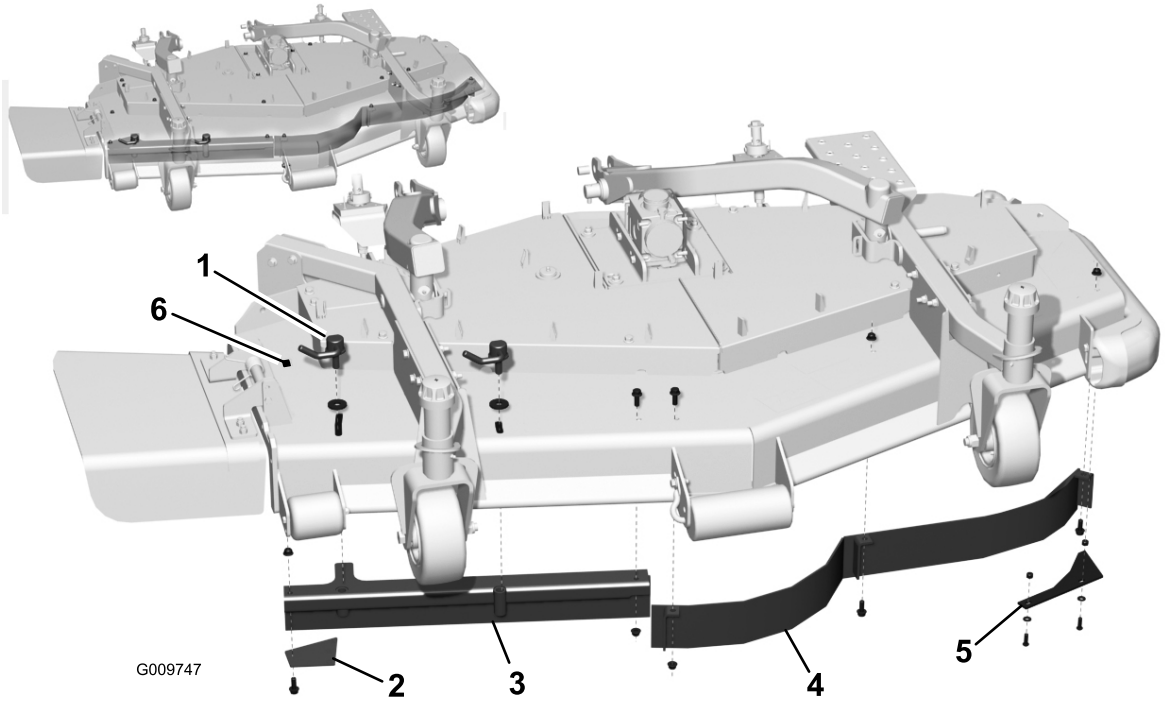

Figure 1
1. Remove the levers or bolts, washers and nuts from the adjustable flow baffle (Figure 1).
2. Remove the bolts and nuts holding the discharge baffle, front baffle and the turbo plate in place (Figure 1).
3. Reinstall the inner carriage bolt and nut into the square hole in the deck after removing the discharge baffle (Figure 1).